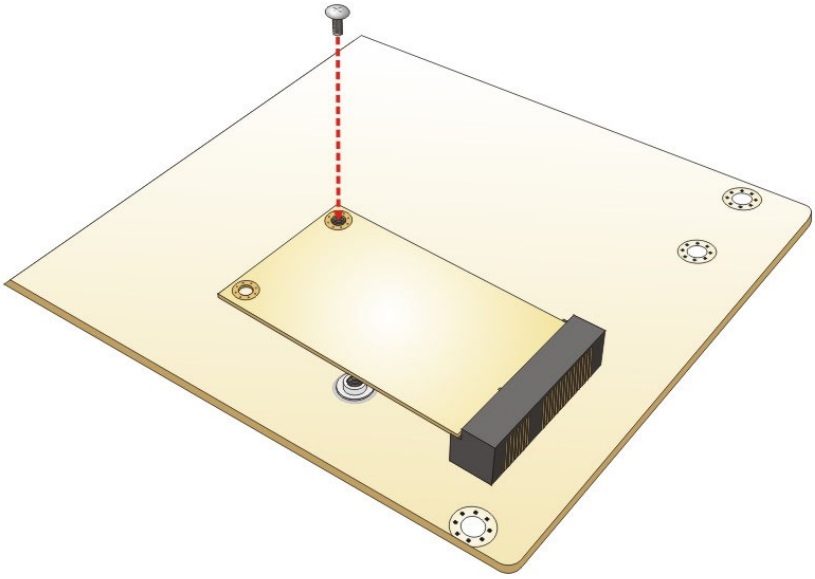

Figure 4-9: Securing the Full-size PCIe Mini Card
Step 4: **Secure the full-size PCIe Mini card**. Secure the full-size PCIe Mini card with the retention screw previously removed (**Figure 4-9**).